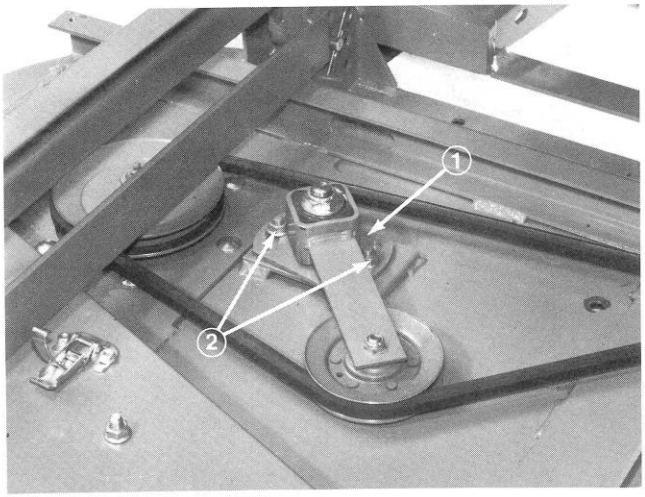

Figure 42
4. Loosen two nuts securing idler plate in place (Fig. 42) and remove old belt from pulleys.
3. Loosen two nuts securing idler plate in place (Fig. 42). Belt tension will be released when nuts are loosened.